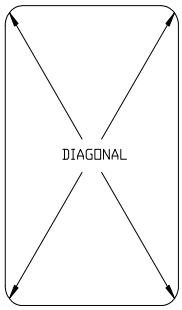

Figure 1
2. **Check rough opening to insure that it is both square and plumb. The rough opening should be ½ inch larger than the framework of the door to be installed. The diagonal measurements should be within ¼ inch of each other. (*See Figure 1*)**